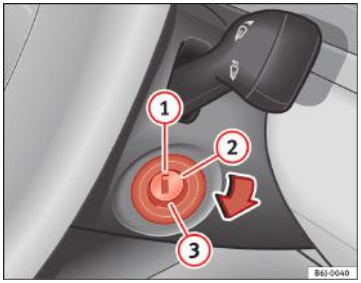

Fig. 107 Pozițiile cheii în comutatorul de contact
În această poziție ⇒ fig. 107, contactul este luat, motorul este oprit, iar coloana de direcție poate fi blocată.
– Rotiți cheia de contact în poziția ⇒fig. 107 (2). Lampa indicatoare ☄ se va aprinde pentru a semnala preîncălzirea motorului.
– Când lampa de avertizare se stinge, rotiți cheia în poziția (3) pentru a porni motorul. Nu apăsați pedala de accelerație.
– Rotiți cheia de contact în poziția ⇒fig. 107 (1).